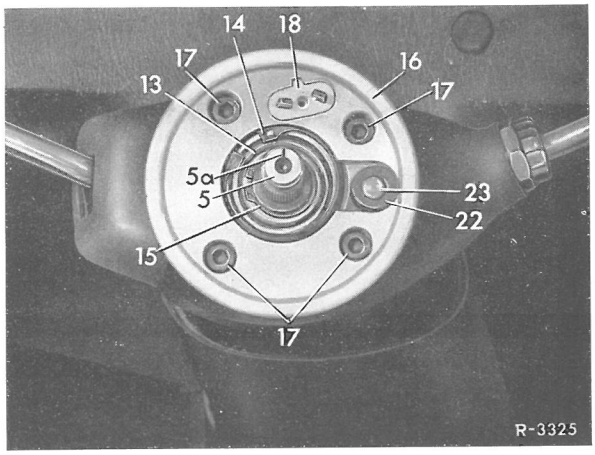

Fig. 54-15/2
7 Slæbekullene (18) trækkes ud opefter (fig. 54-15/2).